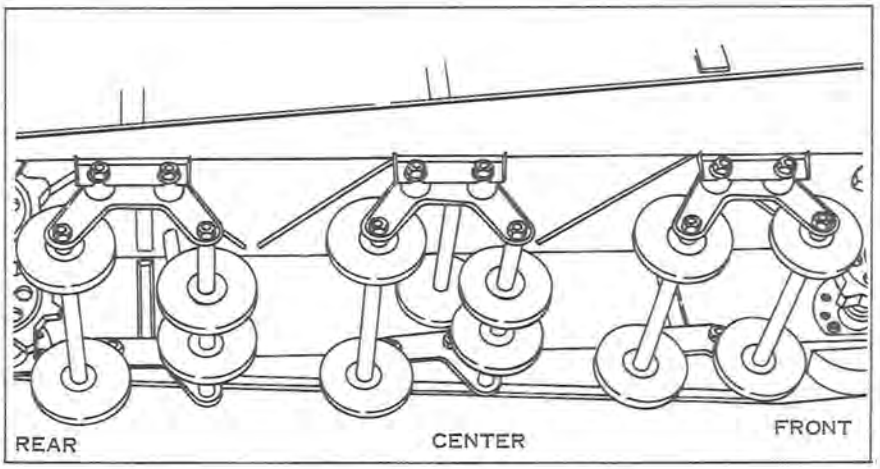

Figure 9-31
a. Note that truck assemblies are similar, but not identical (see Figure 9-31). Front truck assembly has widely spaced hubs and tires on both axles. Center truck has three axles.